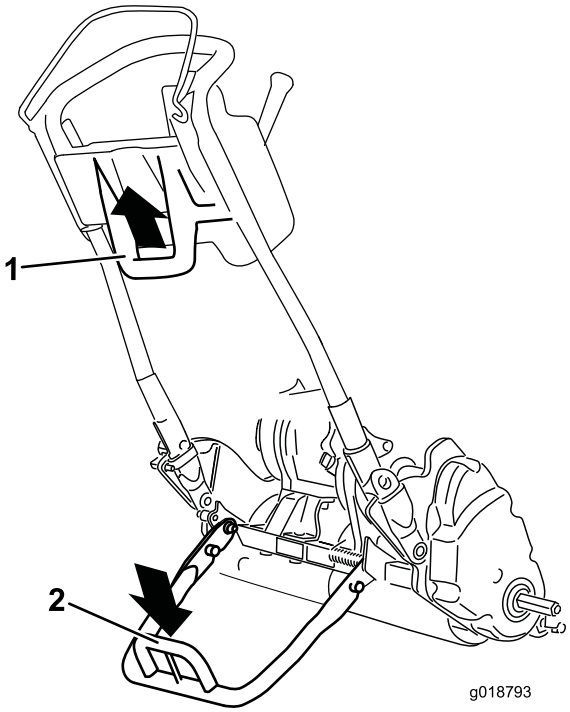

Figur 19
- For at bruge støttebenet til montering af transporthjulene skal det sænkes til jorden, og du skal træde på støttebenets øje, mens du trækker maskinens nederste midterste håndtag opad og tilbage (Figur 19).